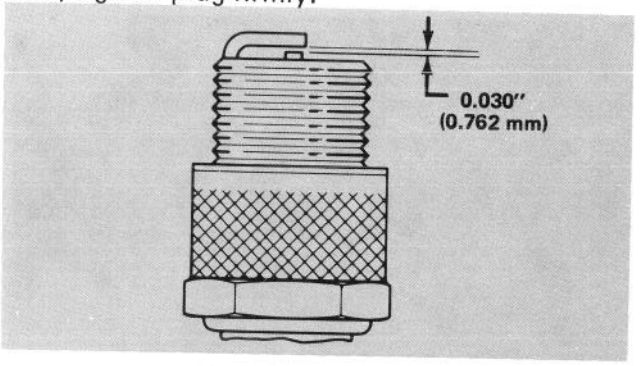

Figure 26
2. Set air gap between electrodes at 0.762 mm (Fig. 26). Install spark plug with gasket seal and tighten plug to 20.4 N·m. If torque wrench is not used, tighten plug firmly.